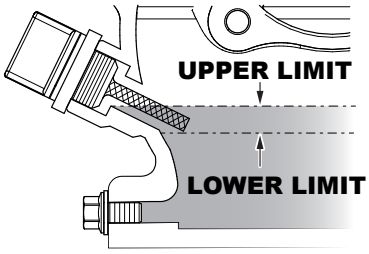

Figure 15. Engine Oil Dipstick(Oil Level)
4. If the oil level is low (Figure 15), fill to the edge of the oil filler hole with the recommended oil type (Table 5). Maximum oil capacity is 1.16 quarts (1.1 liters).